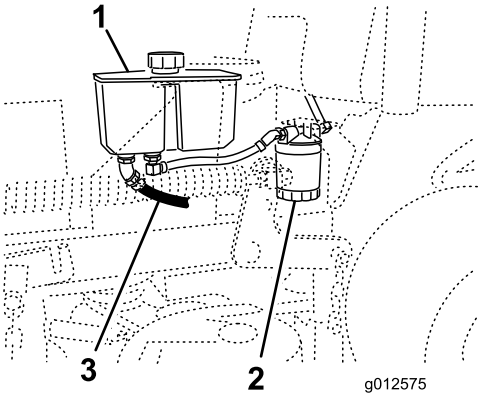

Figur 75
4. Find forreste hydraulikslange under hydrauliktanken, og placer dræningsbakken under tanken (Figur 75).